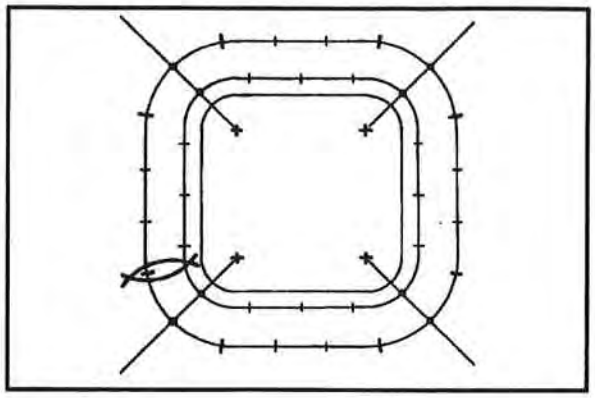

Figure 8-21. Locating rivet on a radius
- Locate a rivet halfway between the known rivet and the rivet on the straight line in the second row. Notice that the rivet located between the arcs is midway between the two nearest rivets in the outside row (Figure 8-21). Use existing rivets as reference points for bisecting rivets on to the transverse line in the flat.